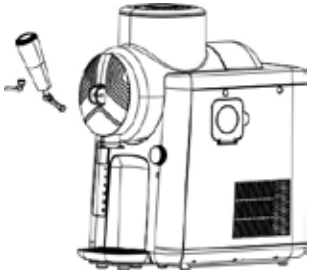

Fig. 4
12. Introduzca ahora el grifo en la abertura e inserte el pasador de seguridad para fijar el grifo (fig. 4): Para ello, las aberturas de la salida y de la palanca del grifo deben estar alineadas; a continuación, introduzca el pasador de seguridad a través de él y gírelo hasta que el pequeño pasador lateral encaje en la abertura del aparato. Si el pistón blanco del tubo dispensador no está bien colocado e impide introducir el grifo, observe las indicaciones del capítulo «Limpieza y cuidado».